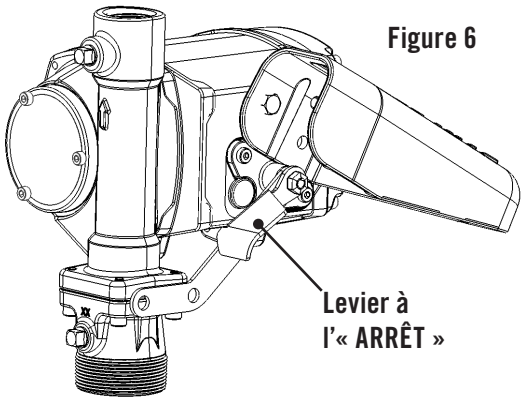

Figure 6
6. Ramener le levier de commutation en position « ARRÊT » (basse) (Figure 6) pour arrêter le moteur.